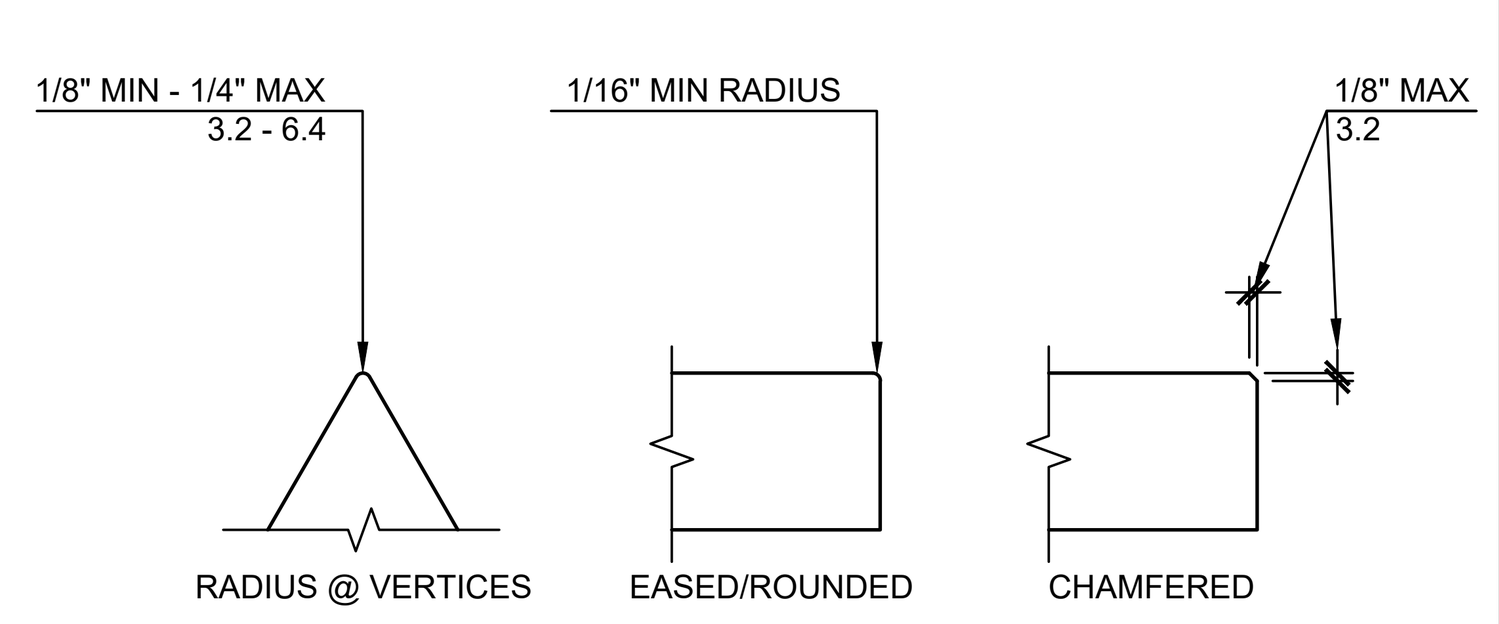

FIGURE 11B-703.7.2.6.4
1. ATTACH SIGNS USING ADHESIVE AND (2) TW0 FLATHEAD COUNTERSUNK SCREWS, COMPATIBLE WITH WALL MATERIAL.
4. ISA COLOR AND PROPORTIONS SHALL MATCH CBC FIGURE 11B-703.7.2.1
1. ATTACH SIGNS USING ADHESIVE AND (2) TW0 FLATHEAD COUNTERSUNK SCREWS, COMPATIBLE WITH DOOR MATERIAL.
5. ISA COLOR AND PROPORTIONS SHALL MATCH CBC FIGURE 11B-703.7.2.1
1. ATTACH SIGNS USING ADHESIVE AND (2) TWO FLATHEAD COUNTERSUNK SCREWS, COMPATIBLE WITH DOOR MATERIAL.
6. ISA COLOR AND PROPORTIONS SHALL MATCH CBC FIGURE 11B-703.7.2.1